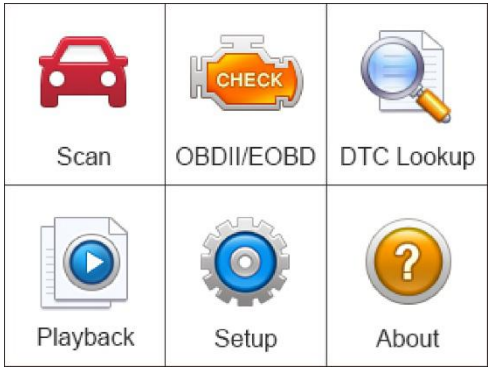

Figure 2-2 ***Sample Main Screen***
3. Select **Scan** icon in the **Main Screen** *Figure 2-2*.